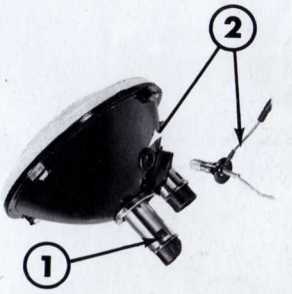

Fig. 40 - Code Route (grand ∅) Lampes iode *Cibié*
B. Fourniture « Cibié » (Fig. 40).